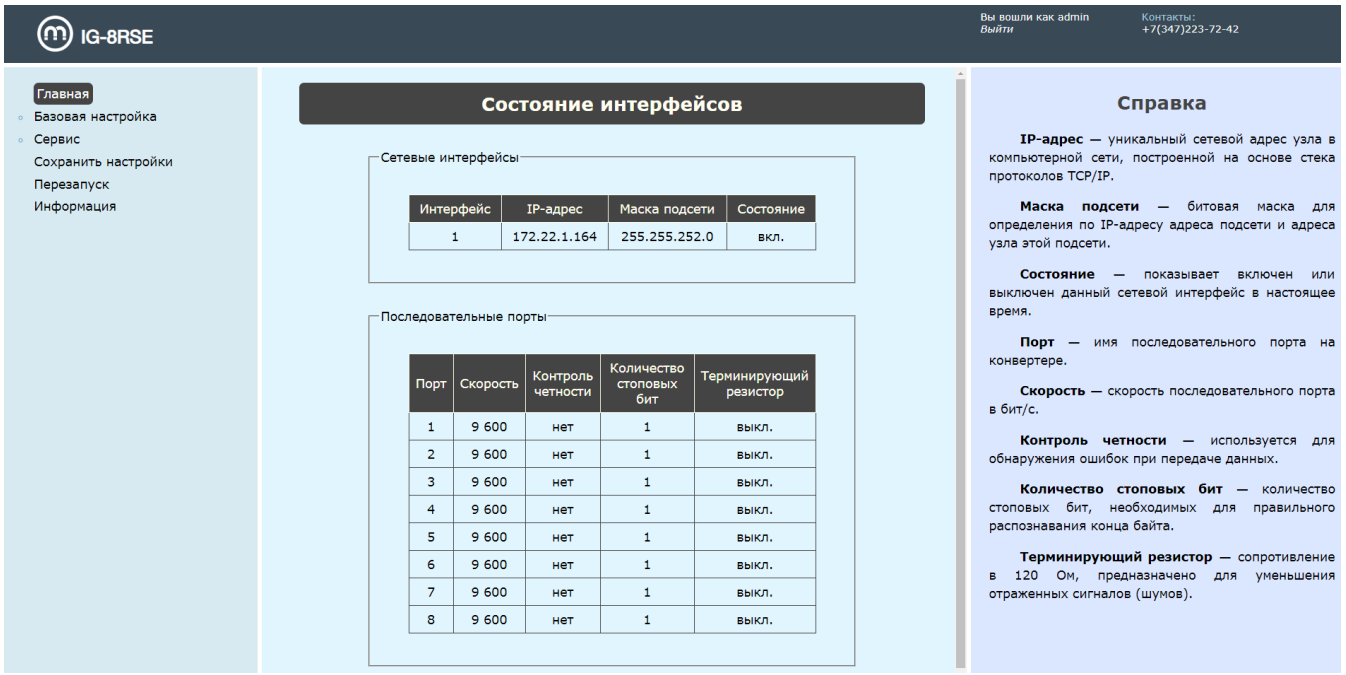

Рисунок 12 — Раздел «Главная» - Состояние интерфейсов
Далее откроется главное окно WEB-интерфейса — Состояние интерфейсов (рис. 12).
1) **Главная - Состояние интерфейсов.** Отображается информация о сетевых интерфейсах и последовательных портах (рис. 12).